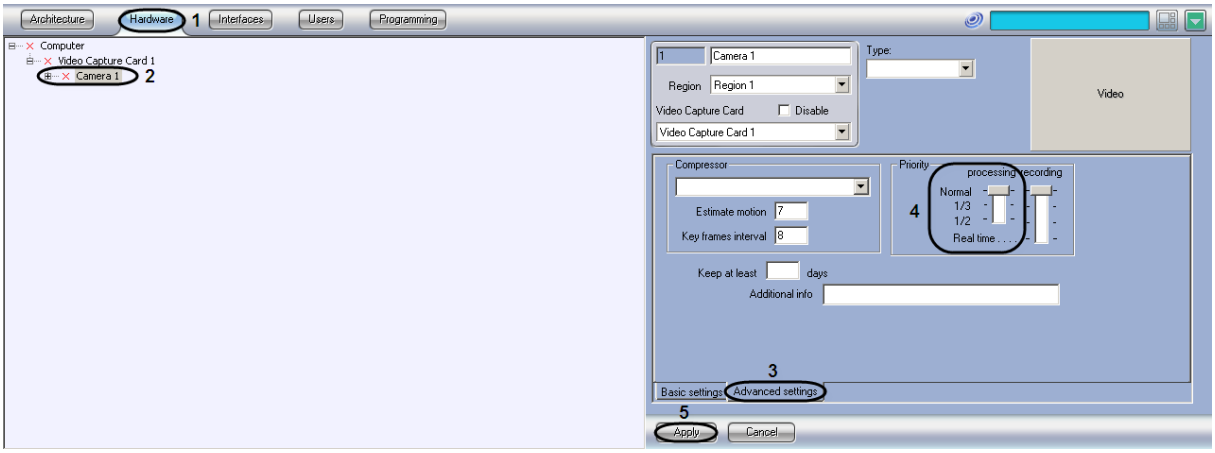

Figure 8.4-13. Changing video processing queue on the selected camera in the processing mode
1. Go to the “Hardware” tab in the “System settings” dialog box (Figure 8.4-13, 1).
2. Select the “Camera” object, created before, corresponding to the camera, ADC video processing queue of which is to be changed, in the “Hardware” tab in the objects tree (Figure 8.4-13, 2). The settings panel for the selected object is displayed on the right of the “Hardware” tab.
3. Go to the “Advanced settings” tab on the settings panel of the “Camera” object (Figure 8.4-13, 3).
4. If it is necessary to queue the camera with 1/2 priority for ADC video processing, move the “Processing” slider in the “Priority” group to the “1/2” position (Figure 8.4-13, 4).
7. Click the “Apply” button (Figure 8.4-13, 5).